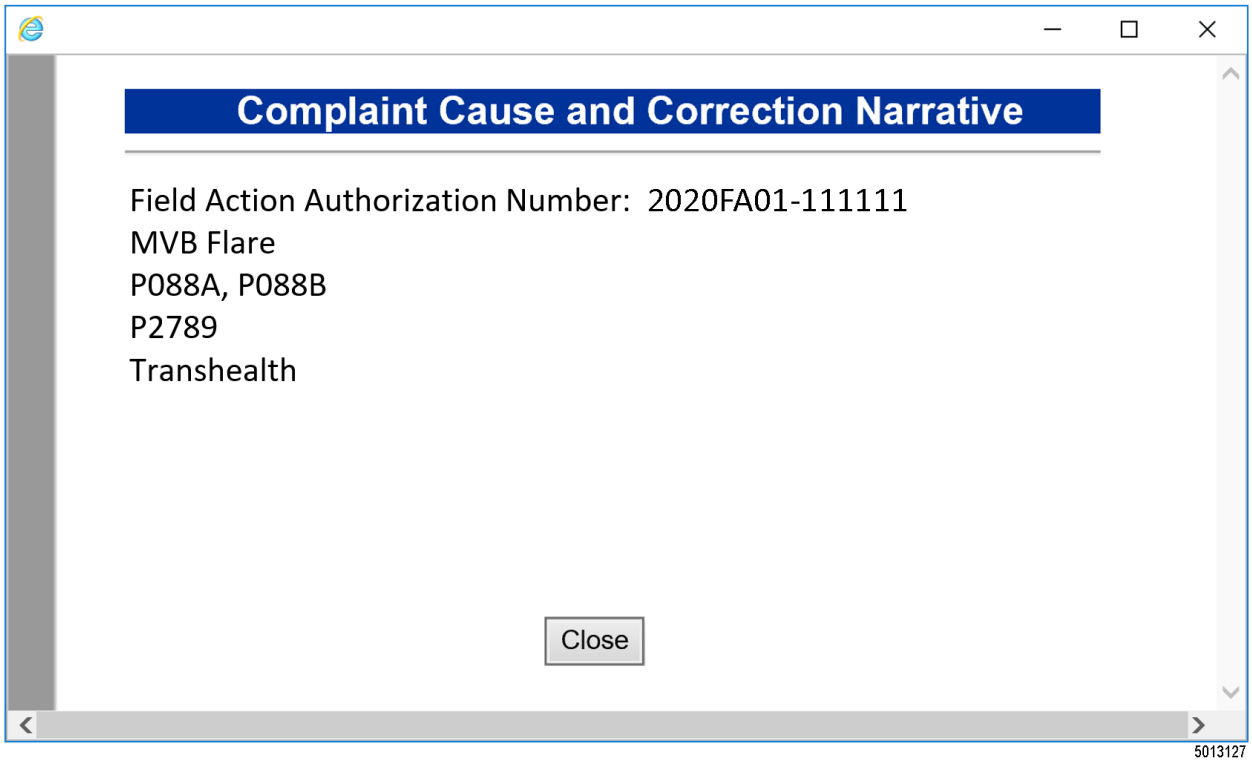

Figure 4. Claim Narrative Example
1. As shown in Figure 4, include the 2020FA01 authorization number in the first line of the AWAARE Claim Narrative.